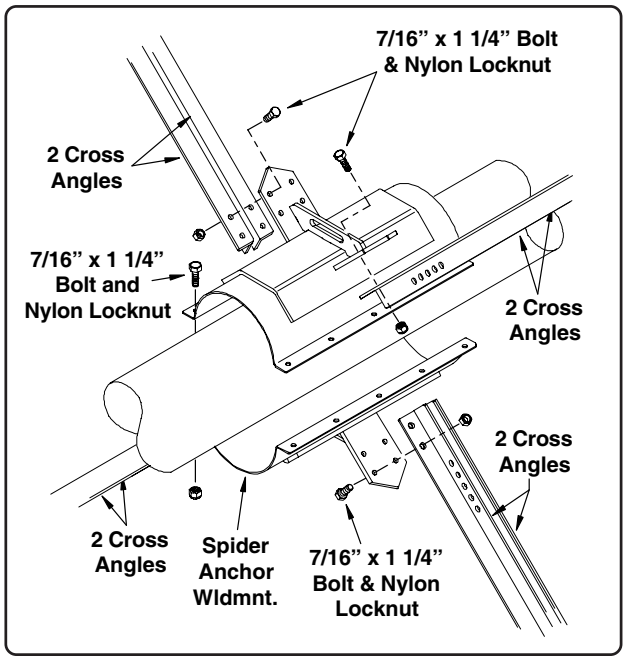
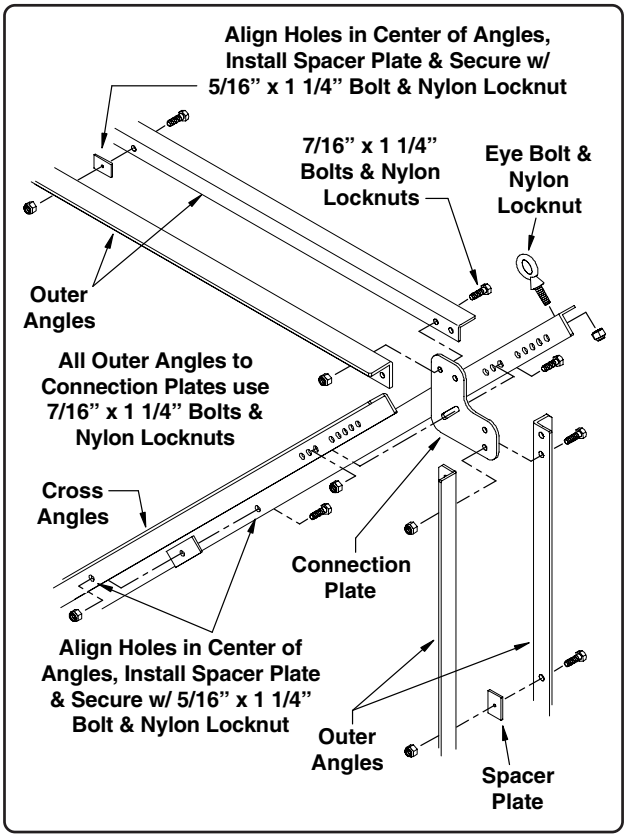

Fig. 1
Fig. 2
8. Attach two (2) cross angles to each of the ears on the spider half-bands as shown in Fig. 1 and loosely secure using 7/16" x 1 1/4" bolts and nylon locknuts. Loosely attach the corner connection plates to the ends of the cross angles using 7/16" x 1 1/4" bolts and nylon locknuts (the connection plates will be sandwiched between the two cross angles, as shown in Fig. 2).
After the connection plates have been installed, attach the horizontal and vertical outer angles to the connection plates using 7/16" x 1 1/4" bolts and nylon locknuts (the connection plates will be sandwiched between the outer angles as shown in Fig. 2).
9. Install the eye-bolt onto the ends of the cross angles and secure using the 1/2" nylon locknut (orient the eye-bolt so it is parallel with the outer angles, See Fig. 2).